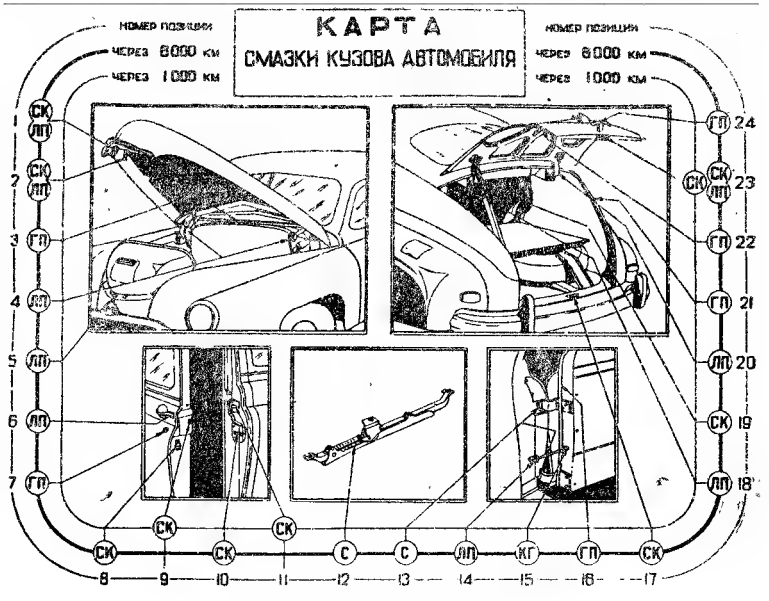

Рис. 13. **Карта смазки кузова.**
14. Смазка кузова автомобиля производится в соответствии с табл. 1 и рис. 13. Для кузова применять следующие смазки: